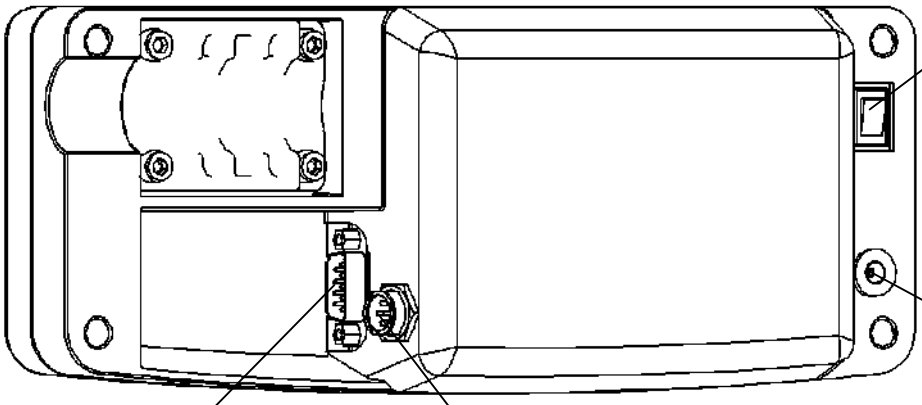

Рис. 5.4- Устройство индикации (вид сзади)
- подсоединить разъем весовой платформы к устройству индикации (Рис. 5.4);
- подсоединить разъем весовой платформы к устройству индикации (Рис. 5.4). Излишек кабеля заправить в стойку;